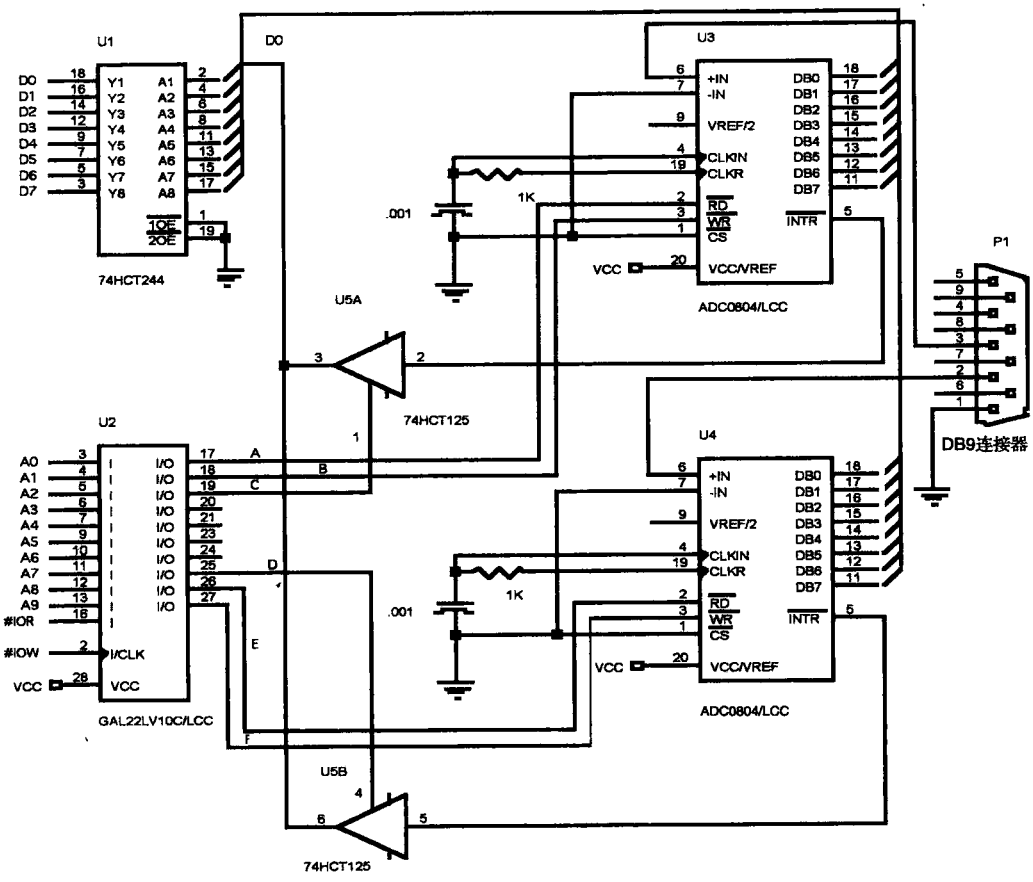

图 15-4 接到 ISA 总线上的一对模/数转换器
为说明ISA总线的输入接口，在图15-4中，一对ADC804模/数转换器被接到ISA总线上。一个9引脚的DB_9连接器与转换器相连。译码I/O端口地址的任务更加复杂，因为每个转换器需要一个写脉冲来启动转换；而且一旦信号由模拟输入数据转换为数字信号，还需要一个读脉冲去读这个数字信号；另外还需要一个脉冲选择$\overline{\text{INTR}}$输出。注意，$\overline{\text{INTR}}$输出被接到数据总线D_0位，当$\overline{\text{INTR}}$被输入给微处理器，AL最右位即被测试，以检查转换器是否处于“忙”状态。
表15-3 图15-4的I/O端口分配
- -图 15-4 译码器的 VHDL 代码